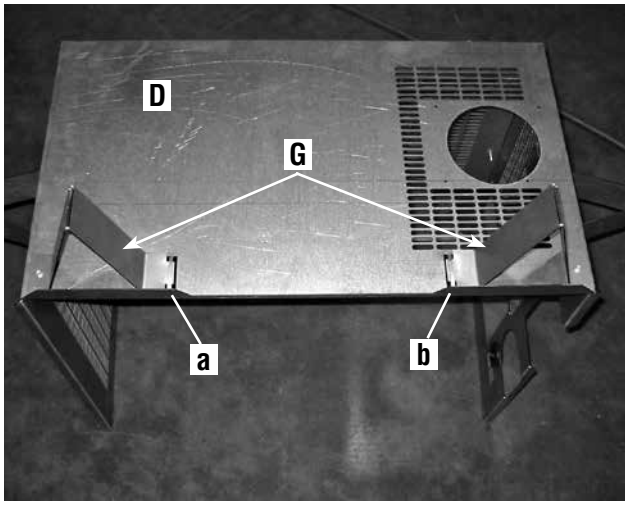
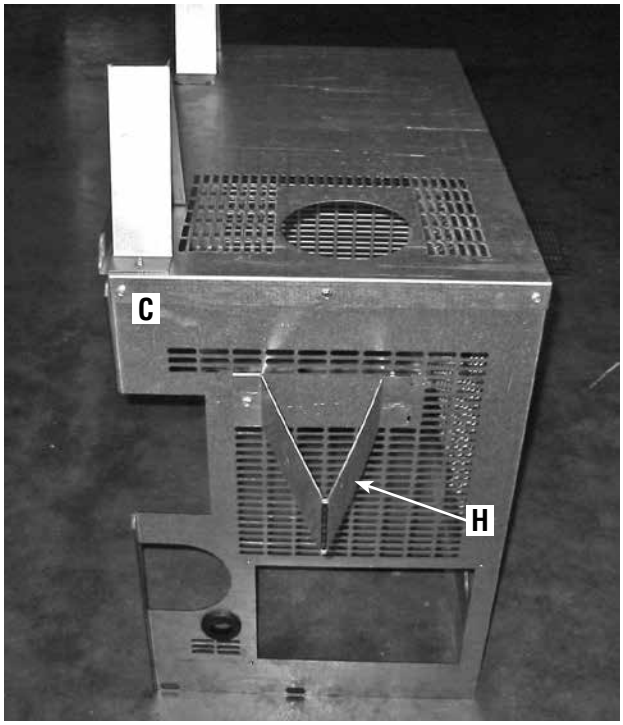

Figure 58
Figure 59
5. Installation les entretoises (G). Trois entretoises s'adaptent à la plaque supérieure D (voir ***figure 58***). Saisir l'entretoise par la languette, puis l'insérer dans la fente et appuyer. Visser l'une des vis à tôle fournies dans le trou prévu à cet effet. Une entretoise est également prévue sur chaque plaque latérale et sur la plaque arrière. La ***figure 59*** illustre l'entretoise montée sur la plaque latérale gauche C.
6. Installer les entretoises de côté (H) et arrière (I) tel qu'expliqué ci-dessus. La ***figure 59*** montre ces entretoises installés.